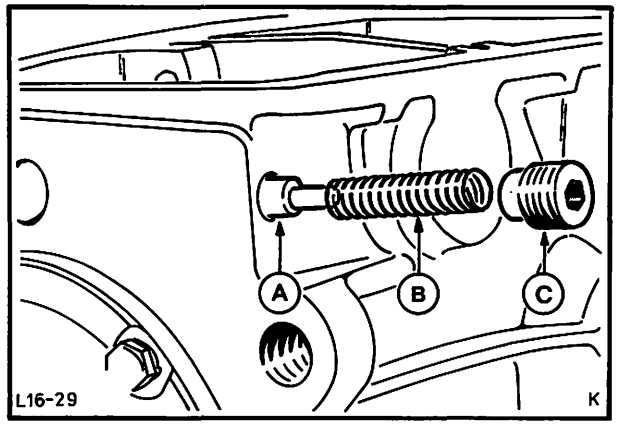

Abb. 42 Seitliche Schaltarretierung
6. Verschlußschraube der Schaltarretierung seitlich am Getriebe herausschrauben und Feder mit Arretierstift mit einem Stabmagneten herausnehmen, Abb. 42.